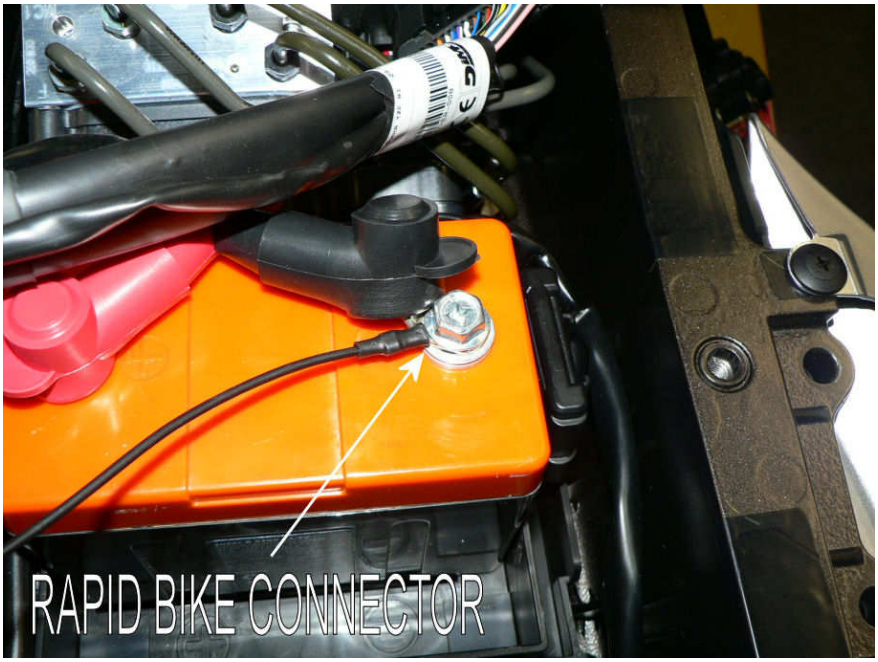

**Fig.15**
21. Den Leiter anschließen die von der Rapid Bike-Verkabelung zum Minuspol der Batterie gehen (**Fig.15**).